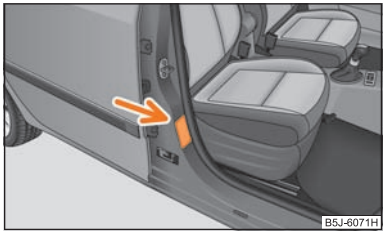

Fig. 122 Adhesivo en el montante central de la carrocería, lado del acompañante
- **Este hecho lo indica también el adhesivo que se encuentra en el montante central de la carrocería del lado del acompañante ⇒ fig. 122. El adhesivo es visible al abrir la puerta del acompañante. Para algunos países se pega el adhesivo también en la visera parasol del acompañante.**